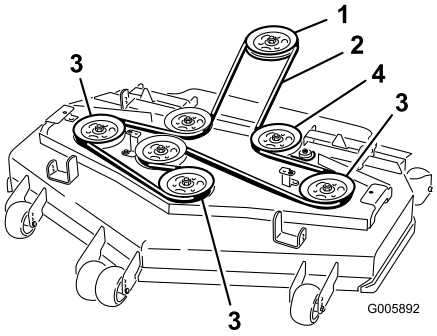

Figur 60
6. Montera den nya remmen på remskivorna (Figur 60).